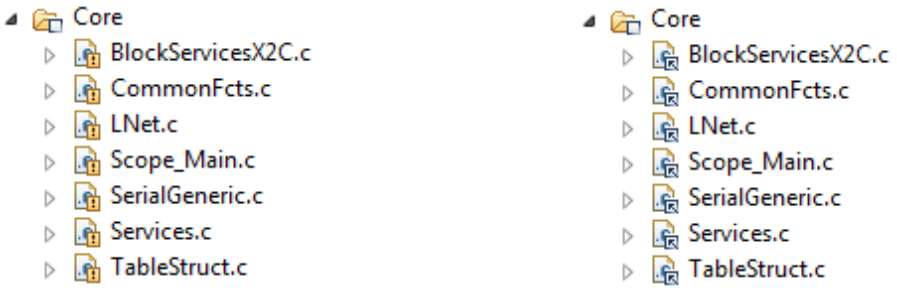

Figure 27: *Code Composer Studio* invalid (left) and valid (right) *X2C* root directory
3. In the *Code Composer Studio* file structure of the *Blinky* demo project there are two virtual folders *Blocks* and *Core*, which should be linked directly to the *X2C* directory. To ensure this go to **Project** → **Properties** drop down **Resource** and click **Linked Resources**. Double click on folder **X2C_ROOT** and set the correct link to your X2C installation directory (<X2C_ROOT>). After hitting **OK** two times there should not be any warning signs (like shown in Figure 27) at the icons for the linked files in the Blocks and Core folders.